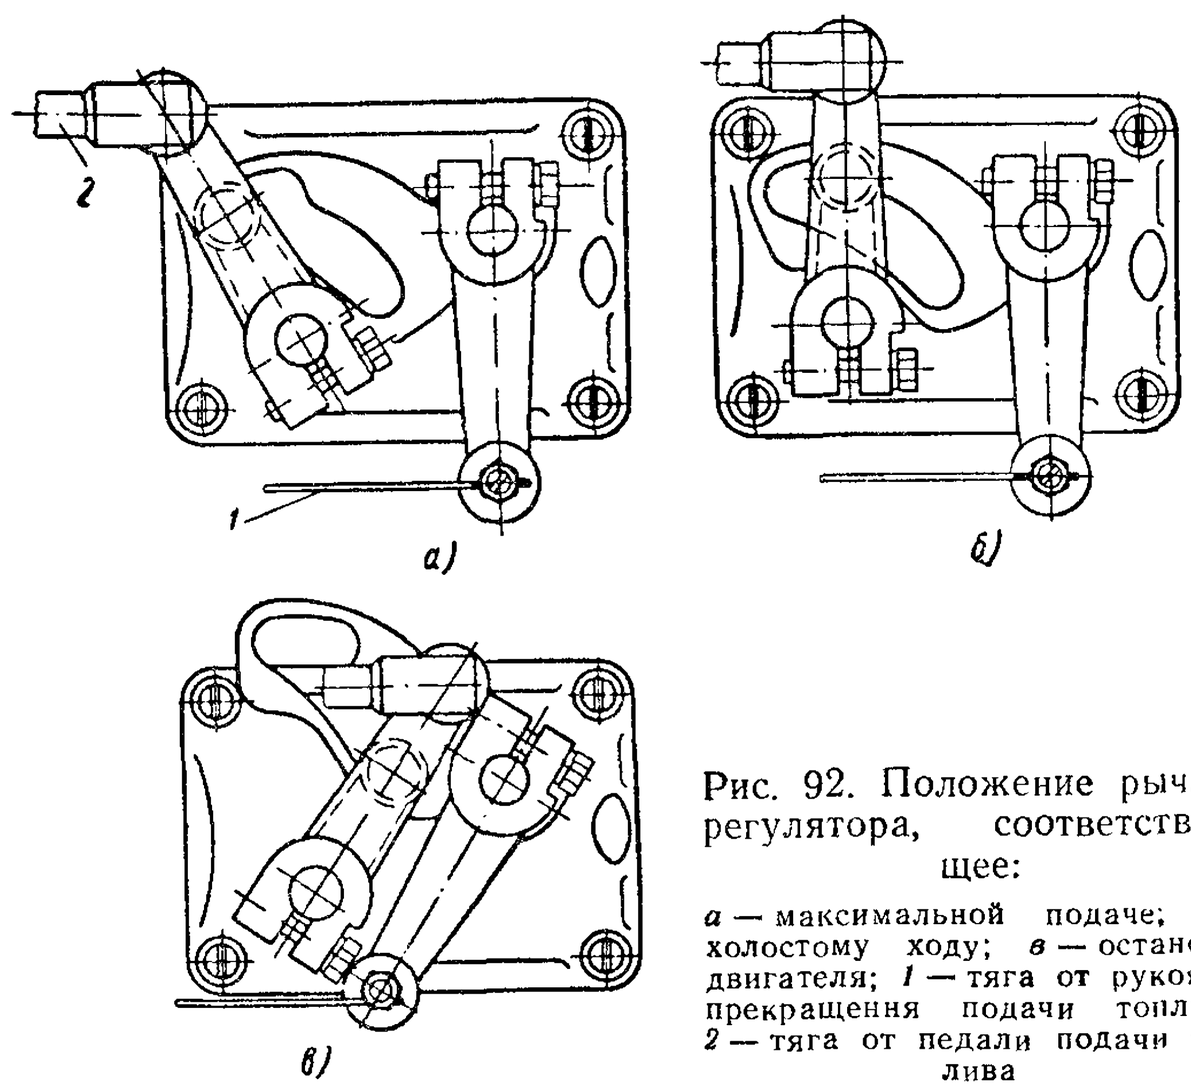

Рис. 92. Положение рычага регулятора, соответствующее:
4. Удерживая рычаг управления в положении, соответствующем полной подаче (рис. 92), плавно ввертывать внутренний регу-